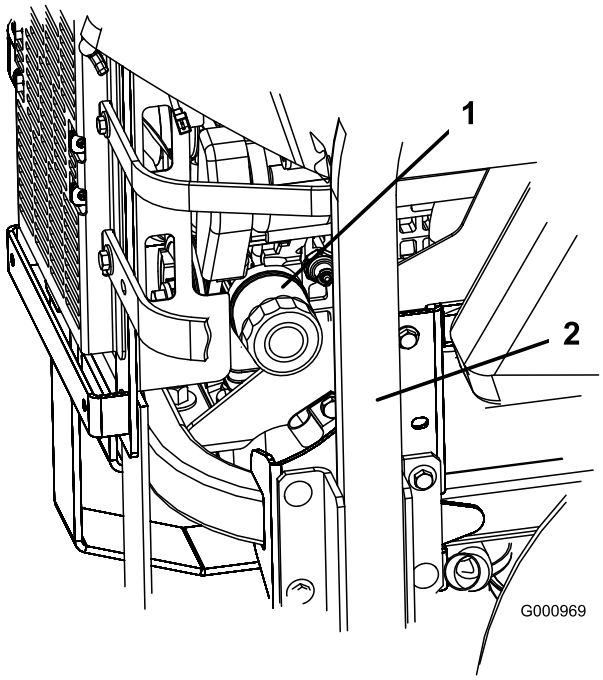
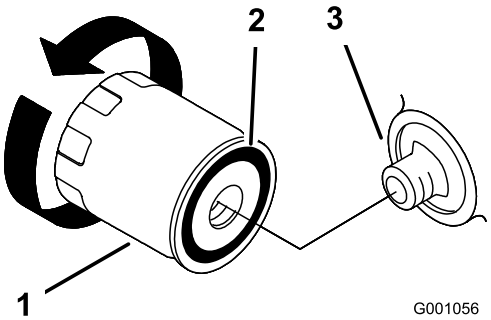

Figuur 52
Figuur 53
2. Draai het filter naar links om het te verwijderen (Figuur 52 en Figuur 53).